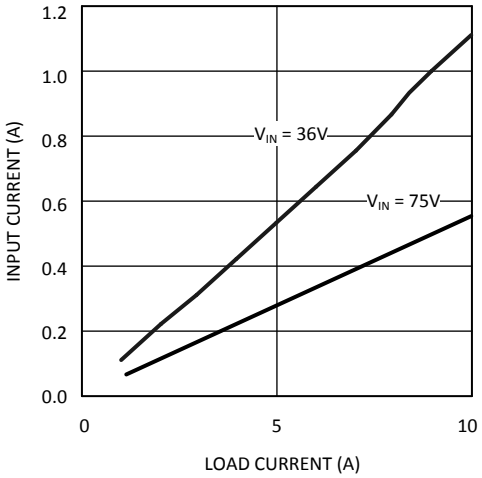
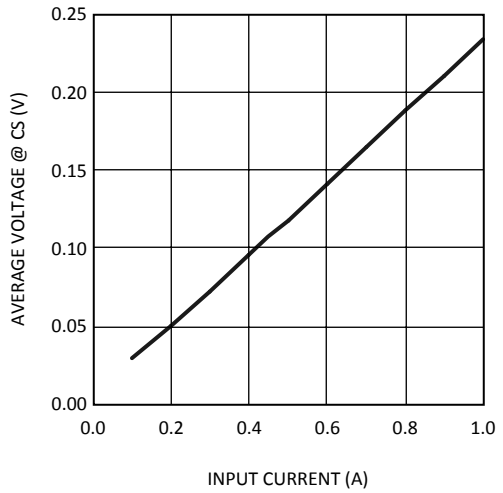

Figure 2. Input Current vs Load Current and V_{IN}
Figure 6. Average Voltage at the CS pin vs Input Current
The input connection to the board from a power supply is made to connector J1. The power supply must be capable of supplying not only the current during normal operation, but also the inrush current during start-up. For example, if the load current is set to be 1.0A, the inrush current will be approximately 250 mA peak. If the load is set to 10A, the inrush current will be approximately 1.7A peak. Once the circuit is on and operating normally, the current draw from the power supply is a function of both the load current, and the input voltage, as shown in Figure 2.
In the table of Figure 4, t1 and t2 are in microseconds, while Fs is in kHz. Fs is the frequency of the internal oscillator, which is twice the switching frequency of each MOSFET. All the voltages are in volts with respect to circuit ground. L2 Output is the regulated output at J2, and typically has less than 10mV of ripple. The spikes at the rising edges of V4, V5, V7, and V9 are due to the leakage inductance in T1. The voltage rating of the MOSFETs (Q1, Q2) is determined by the amplitude of these spikes (V4). Their current rating is determined by the input current shown in Figure 2, plus a ripple component of approximately 10% in this design.
Monitoring the input current provides a good indication of the circuit's operation. If an overload condition should exist at the output (a partial overload or a short circuit), the input current would rise above the nominal value shown in Figure 2. Transformer T2, in conjunction with D3, R9, R12 and C10, provides a voltage to pin 8 on the LM5030 (CS) which is representative of the input current flowing through its primary. The average voltage seen at pin 8 is plotted in Figure 6. If the voltage at the first current sense comparator exceeds 0.5V, the LM5030 disables its outputs, and the circuit enters a cycle-by-cycle current limit mode. If the second level threshold (0.625V) is exceeded due to a severe overload and transformer saturation, the LM5030 will disable its outputs and initiate a softstart sequence. However, the very short propagation delay of the cycle-by-cycle current limiter (CS1), the design of the CS filter (R9, R12, and C10), and the conservative design of the output inductor (L2), may prevent the second level current threshold from being realized on this evaluation board.